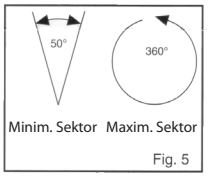

Fig. 5
3. Der Regner ist so beliebig zwischen 50° und 360° einstellbar. - Abb. 5 -
3. Der Regner ist so beliebig zwischen 50° und 360° einstellbar. -Abb. 5-